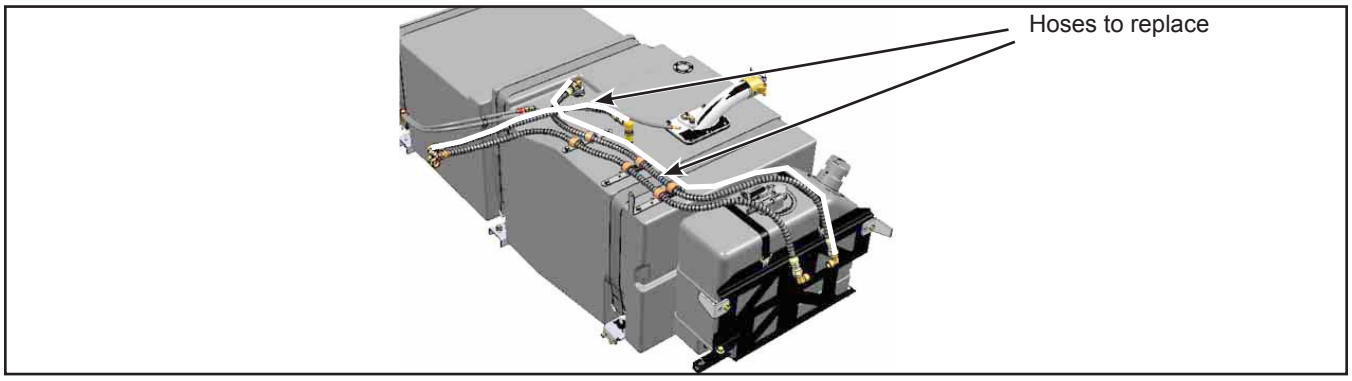

Figure 6 - Hoses to Replace
1.13. Remove and dispose of the flexible hose that connects the fuel tank to the fuel filter. See Figure 6.
1.14. Remove and dispose of the flexible hose that connects the fuel tank to the engine. See Figure 6.